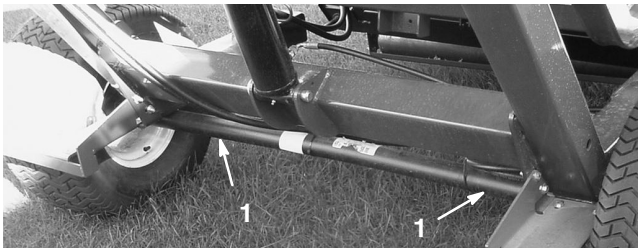

Bild 40
- Verwenden Sie beim Transport der Kehrmaschine die Vergurtungsstellen, um die Maschine vorne zu befestigen (Bild 39) und die Achse (Bild 40), um das Heck der Maschine am Anhänger zu befestigen. Wenn Sie nicht die richtigen Vergurtungsstellen verwenden, kann die Maschine beschädigt werden.